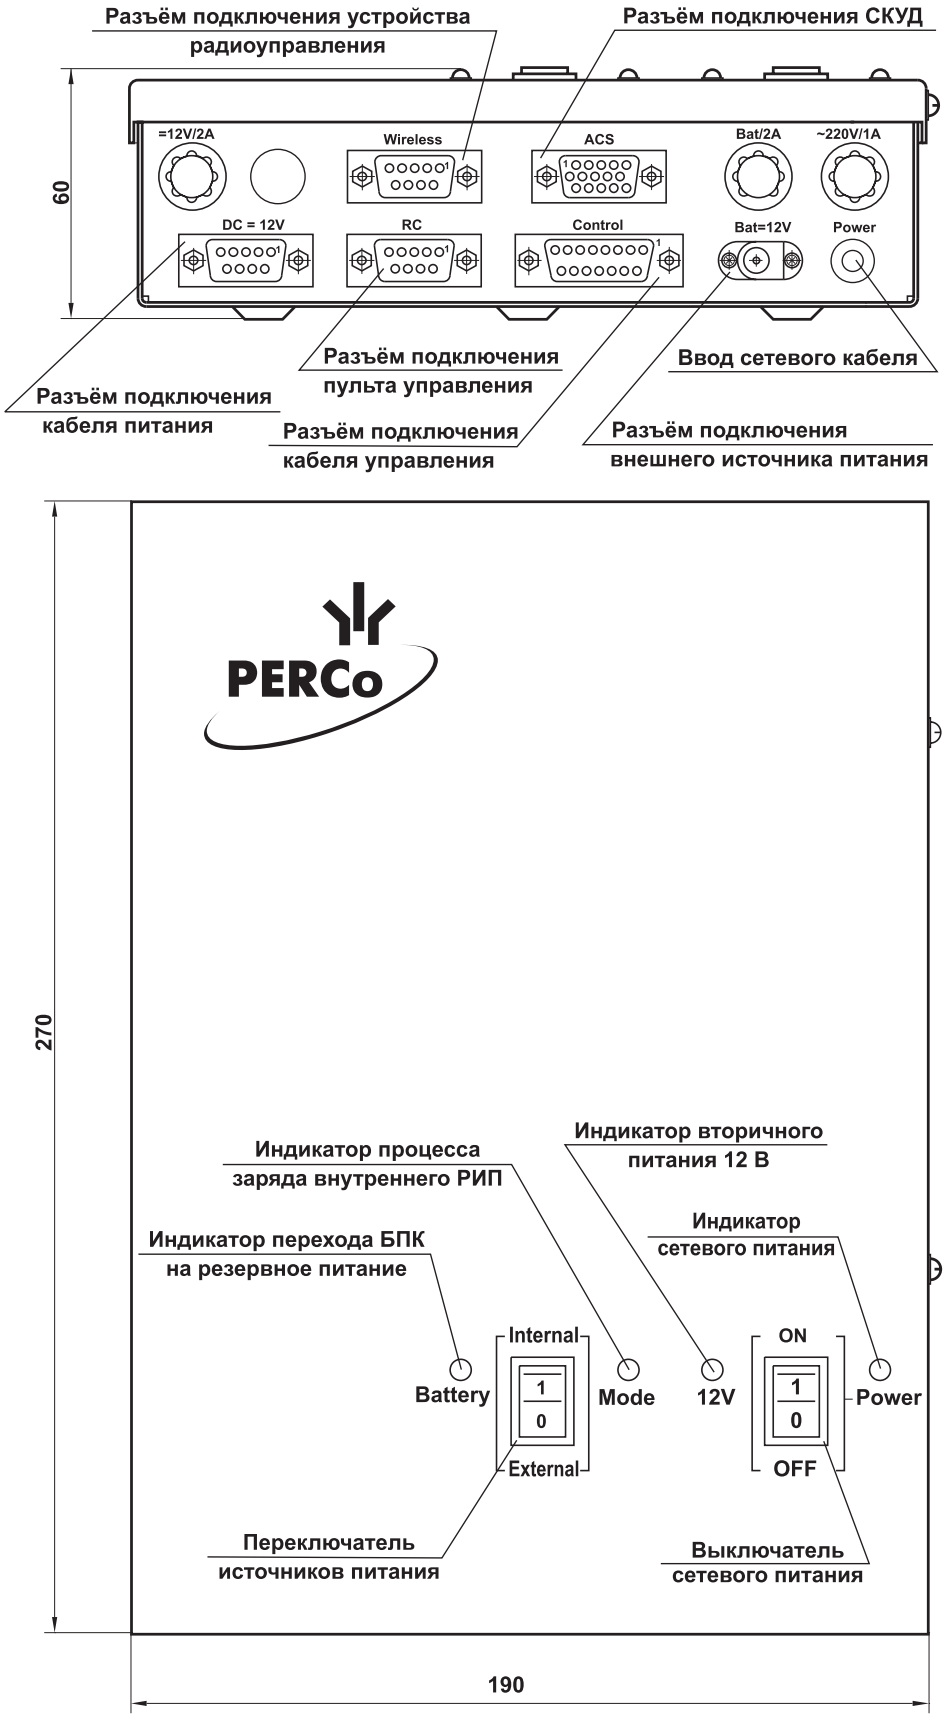

Рис. 3 БПК
5.2.4. Пульт управления (12) выполнен в виде небольшого настольного прибора в корпусе из ударопрочного АБС пластика и предназначен для задания и индикации режимов работы при ручном управлении турникетом. Пульт управления подключается к БПК гибким многожильным кабелем (15) через разъем **"RC**" (см. рис. 3).
На лицевой панели корпуса пульта управления расположены три кнопки для задания режимов работы турникета. Над кнопками расположены индикаторы. Средняя кнопка (далее по тексту — кнопка **STOP**) предназначена для переключения турникета в режим **"Запрет прохода".** Левая и правая кнопки предназначены для разблокировки вращения преграждающих планок в выбранном направлении. Изменить ориентацию пульта управления относительно стойки турникета (если по месту установки стойка турникета обращена к оператору не лицевой, а тыльной стороной) можно, переключив пульт управления на разъем **"Wireless"** БПК (см. рис. 3). Пульт управления имеет зуммер для формирования звуковых сигналов.
5.2.5. БПК (11) выполнен в виде отдельного прибора в закрытом металлическом корпусе, обеспечивающем настенное крепление с антисдергивающей фиксацией (см. рис. 3). Возможно настольное применение БПК.
На лицевой панели БПК расположены следующие индикаторы (см. рис. 3):